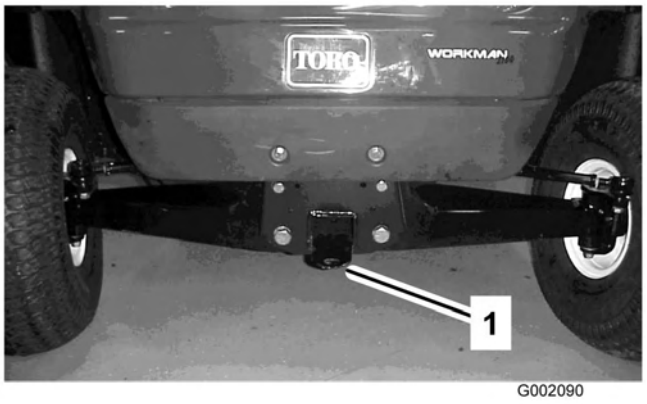

Figur 28
Ett släp bör användas när fordonet ska transporteras långa sträckor. Se till att fordonet spänns fast ordentligt på släpet. Se Figur 27 och Figur 28 för fästpunkternas placering.
2. Fäst en bogserlina i bogseröglan framtill på ramen (Figur 28).